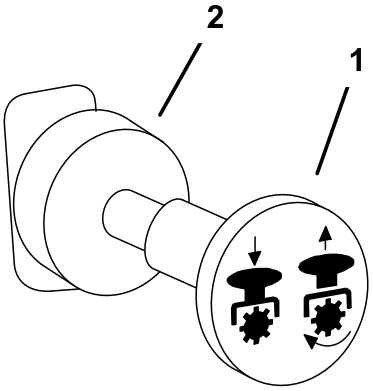

**Figur 14**
1. Udkobl kraftudtaget, flyt bevægelseshåndtagene til den neutrale, låste position, og aktiver parkeringsbremsen (Figur 14).
4. Træk kraftudtagskontakten ud, for at indkoble den (Figur 14).
Udkobling foretages ved at skubbe kraftudtagskontakten til **udkoblet** position (Figur 14).